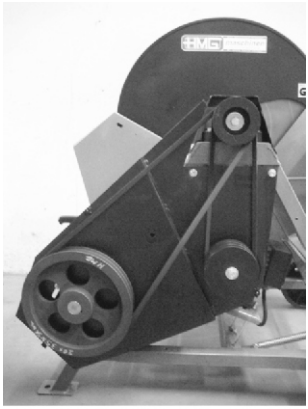

Abb. 20 Keilriemenantrieb
- ➤ Schrauben am äußeren Keilriemenschutzkasten lösen und Schutzkasten demontieren (siehe Abb. 20)
- Schrauben am äußeren Keilriemenschutzkasten lösen und Schutzkasten demontieren (siehe Abb. 20)